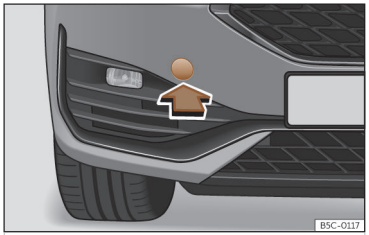

Abb. 207 Auf der rechten Seite des vorderen Stoßfängers: Abdeckung entfernen.
Die Aufnahmen für die einschraubbare Abschleppöse befindet sich im Stoßfänger vorn rechts hinter einer Abdeckung ››› **(Abb. 207)**.
- Drücken Sie die Abdeckung im unteren Bereich heraus und lassen Sie sie am Fahrzeug hängen ››› **(Abb. 207)**.